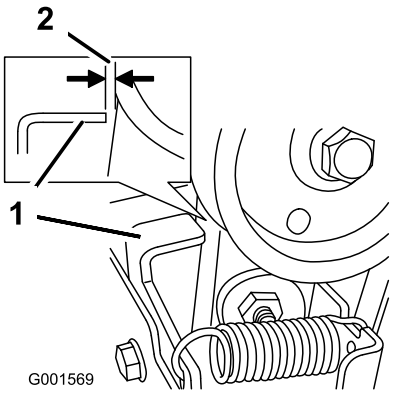

Figur 38
3. Når snegle-/rotorgrebet er udkoblet, skal du sørge for, at mellemrummet mellem sneglens koblingsenhed og tappen er 1,5 mm (Figur 38).